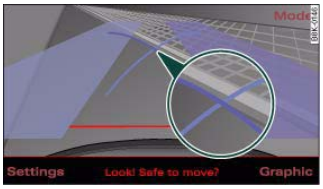

Fig. 163 MMI display: Blue marking touches edge of pavement
– Reverse into the parking space. If you are *not* parking next to obstacles ⇒ *page 150* the dark blue marking (4) should touch the kerb ⇒ *page 146,* fig. 163. Stop your vehicle.
The light blue (3) and dark blue (4) curves show you when to turn the steering wheel in the other direction, i.e. when the curve touches the kerb. ⇒ *page 146,* fig. 163.
fig. 163. You can use the control buttons to switch between the Rear View camera and Graphic display at any time as desired. The settings selected on the sound system or MMI remain stored.
You also have to steer in the opposite direction a lot earlier. This means that the blue curve ⇒ *page 146,* fig. 163 must not touch the kerb - make sure there is a sufficient distance to the kerb ⇒ ⚠.